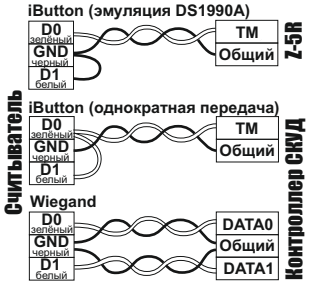

***Рис.3** Выбор протокола передачи*
- подсоедините провода к считывателю в соответствии с рис.2 и рис.3.;
При внесении в поле действия считывателя брелка происходит чтение идентификационного номера брелка. Далее считанный идентификационный номер передается в контроллер по протоколу iButton (Dallas Touch Memory) или Wiegand-26 (заводские настройки) в зависимости от выбора протокола передачи (см. рис.3). Замыкание жёлтого провода на землю (GND) позволяет управлять красным светодиодом считывателя.